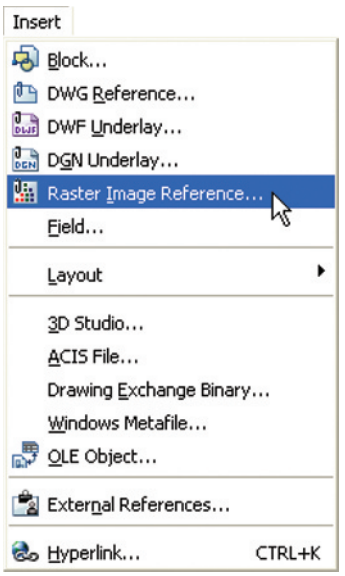
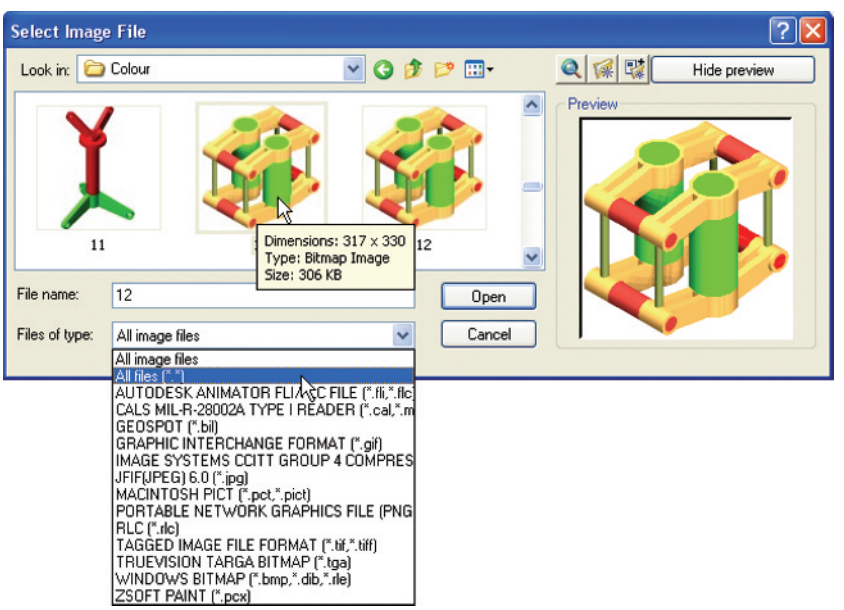
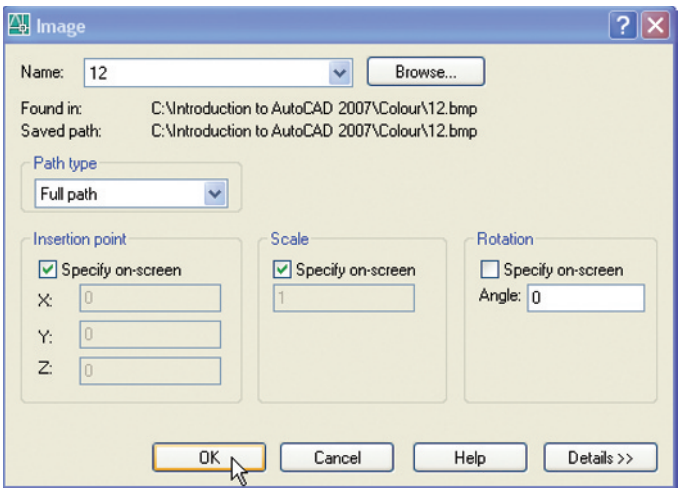
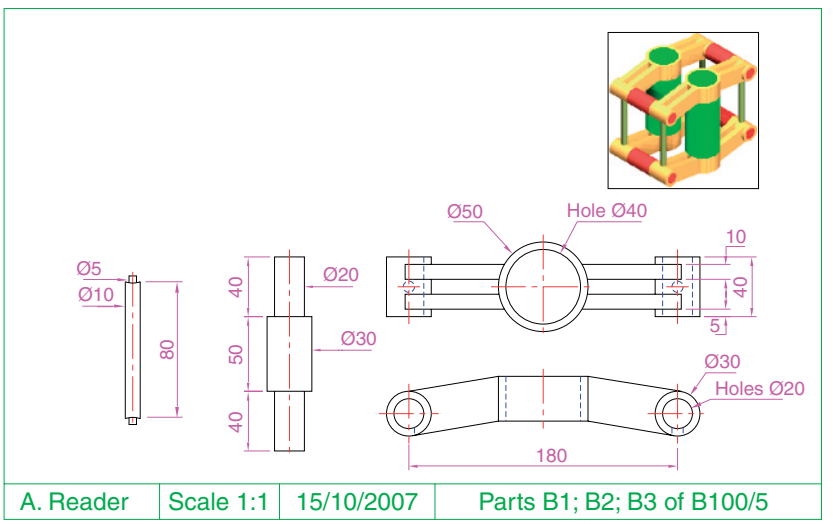

Fig. 19.2 Selecting **Raster Image Reference...** from the **Insert** dropdown menu
Fig. 19.3 The **Select Image File** dialog
Fig. 19.4 Example – **Raster image in a drawing – the Image** dialog
Fig. 19.5 Example – **Raster image in a drawing**
Example – Raster image in a drawing (Fig. 19.5)
Raster images are graphics images such as those taken from files ending with the file extensions ***.bmp**; ***.pcx**; ***.tif** and the like. The types of graphics files which can be inserted into AutoCAD drawings can be seen by first *clicking* on **Raster Image Reference...** in the **Insert** dropdown menu (Fig. 19.2), which brings the **Select Image File** dialog (Fig. 19.3) on screen. In the dialog *click* the arrow to the right of the **Files of type** field and the popup list which appears lists the types of graphics files which can be inserted into AutoCAD drawings. Such
10. Open the **Select Image File** dialog and from the **Look in** field select the raster file **12.bmp** from the file list (Fig. 19.3). Another dialog (**Image**) opens (Fig. 19.4) showing the name of the raster image file. *Click* the **OK** button of the dialog and a series of prompts appear at the command line requesting position and scale of the image. *Enter* appropriate responses to these prompts and the image appears in position in the orthographic drawing (Fig. 19.5).
2. Place the image in position in the drawing area. In Fig. 19.5 the orthographic projections have been placed within a margin and a title block has been added.
1. Open the orthographic drawing with its raster image (Fig. 19.5).